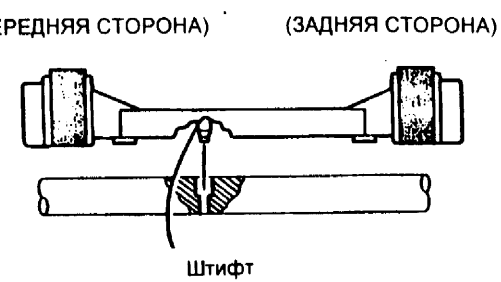

Рис. 2 Установка ролика подачи лотка 1
1. (Рис. 2) Убедитесь, что ролик подачи установлен правильно.